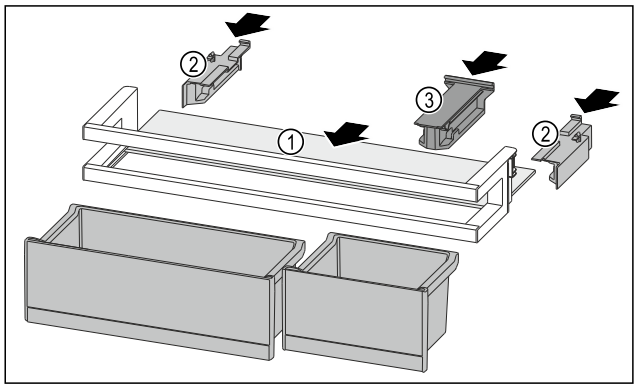

*Fig. 94*
▶ Push the shelf *Fig. 94 (1)* into the side recesses.
▶ Insert the side parts *Fig. 94 (2)*.
▶ Insert the holding part *Fig. 94 (3)*.